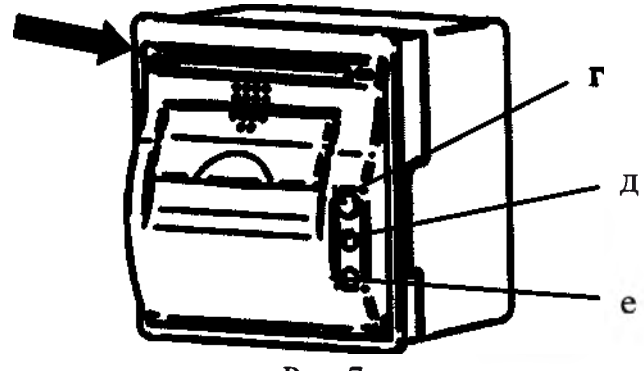

Рис. 7
17.5 Закрыть крышку отсека хранения бумажного рулона до щелчка, таким образом чтобы свободный конец бумаги оказался на резаке бумаги (Рис. 7).
17.6 Если крышка закрыта не плотно, то загорится индикатор ошибки (Рис.7д), в случае если загорелся индикатор (Рис. 7е), то все манипуляции произведены правильно – принтер готов к работе.
17.7 Кнопка автоматической протяжки бумаги (Рис. 7г), служит для дополнительной протяжки бумаги в случае необходимости.